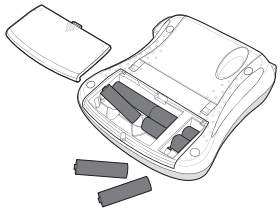

Figur 2
1. Skjut bort batterilocket från märkmaskinen. Se figur 2.